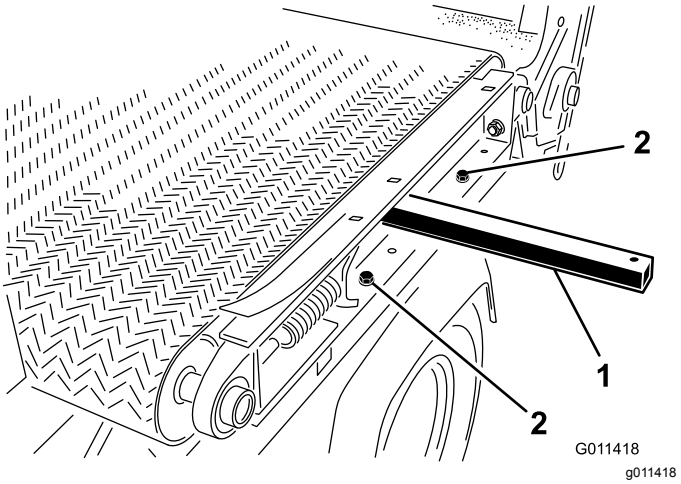

Figuur 35
7. Verwijder aan de linkerkant van de machine de 2 inbusbouten, ringen en moeren los waarmee de glijband aan het frame is bevestigd (Figuur 35).
de hefstang omhoog om de glijband op te heffen (Figuur 35).